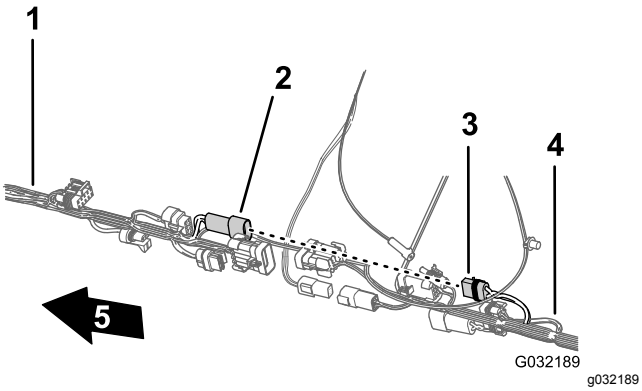

**Figur 118**
5. Tilslut konnektoren med 2 ben på det forreste ledningsnet til slangetromlens strømforsyning i konnektoren med 2 sokler på det bageste ledningsnet til slangetromlens strømforsyning (Figur 118).